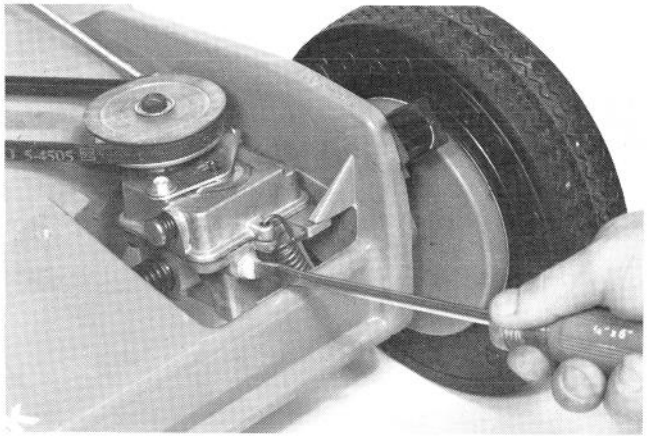

Figure 30
3. Place mower on level surface, clean area around plastic plug and remove plastic plug from gear case. Gear oil will flow out hole in gear case if filled to proper level (Fig. 30). If no gear oil is evident add gear oil to gear case: proceed to item 4.